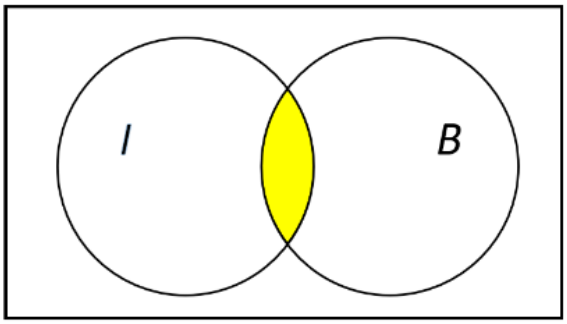
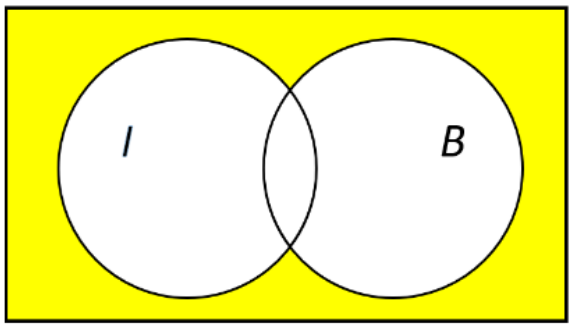

Figur 1
Figur 2
c. I figur 1 og i figur 2 ses et Venn-diagram med hvide og gule områder.
- Beskriv med ord, hvilke ventiler det gule område svarer til i figur 1.
- Hvilken eller hvilke af følgende hændelser svarer det gule område til i figur 2:
Det gule område i figur 1 svarer til ventilerne som både er intakte og produceret af maksine B (dem som der er 199 af).
Det gule område i figur 2 svarer til hændelserne 2 og 4.